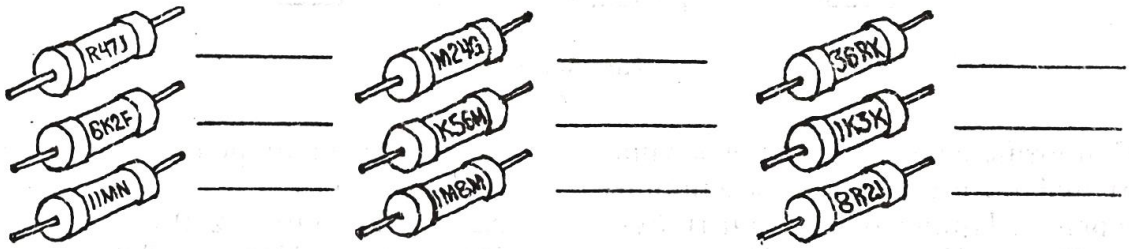

Рис. 6-1-3
2. Расшифруйте надписи, нанесенные на резисторах (рис. 6-1-3).